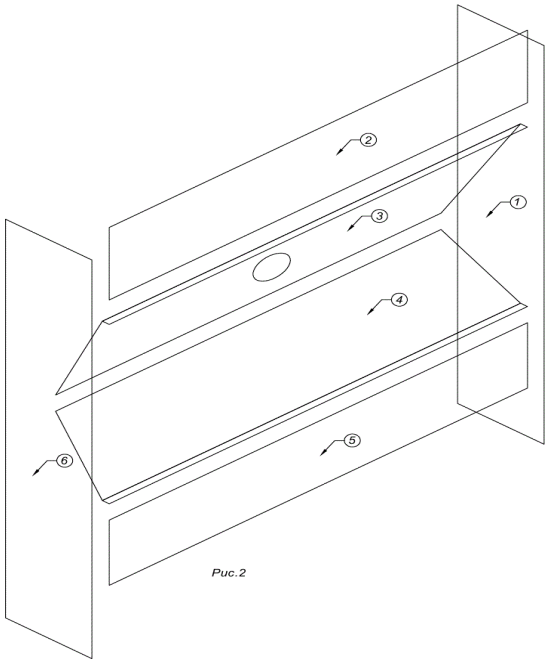

Рис.2
7.2.Взрыв схема(рис.2) 4
7.2 Взрыв схема (рис.2)